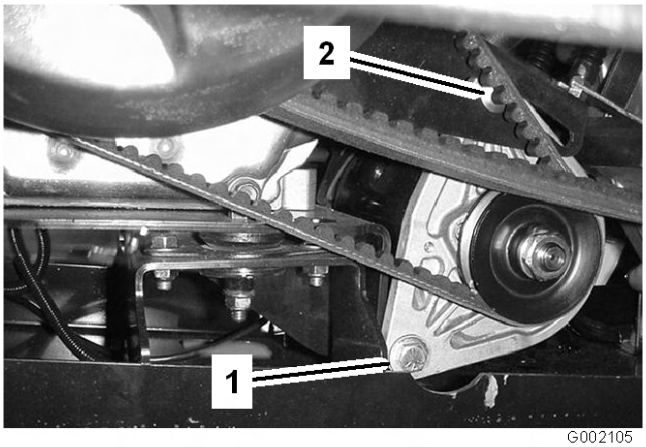

Figur 53
2. Løsn startgeneratorens drejebolt (Figur 53).
3. Kil en løftestang ind mellem motormontagen og starteren. Løsn møtrikken på justerbræddebolten (Figur 53).
5. Tilspænd bræddeboltmøtrikken, og fjern løftestangen. Stram startgeneratorens drejebolt (Figur 53).